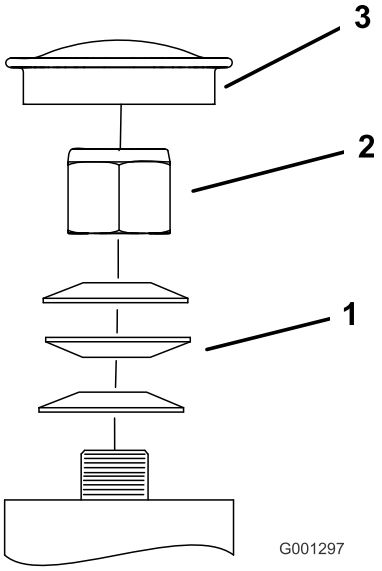

Figuur 59
3. Verwijder de stofkap van het zwenkwiel en draai de borgmoer aan (Figuur 59).
4. Draai de borgmoer aan totdat de veerringen vlak liggen, en draai vervolgens 1/4 slag terug om de voorspanning op de lagers correct af te stellen (Figuur 59).
Belangrijk: Zorg ervoor dat de veerringen goed zijn geplaatst, zoals getoond in Figuur 59.
5. Plaats de stofkap (Figuur 59).